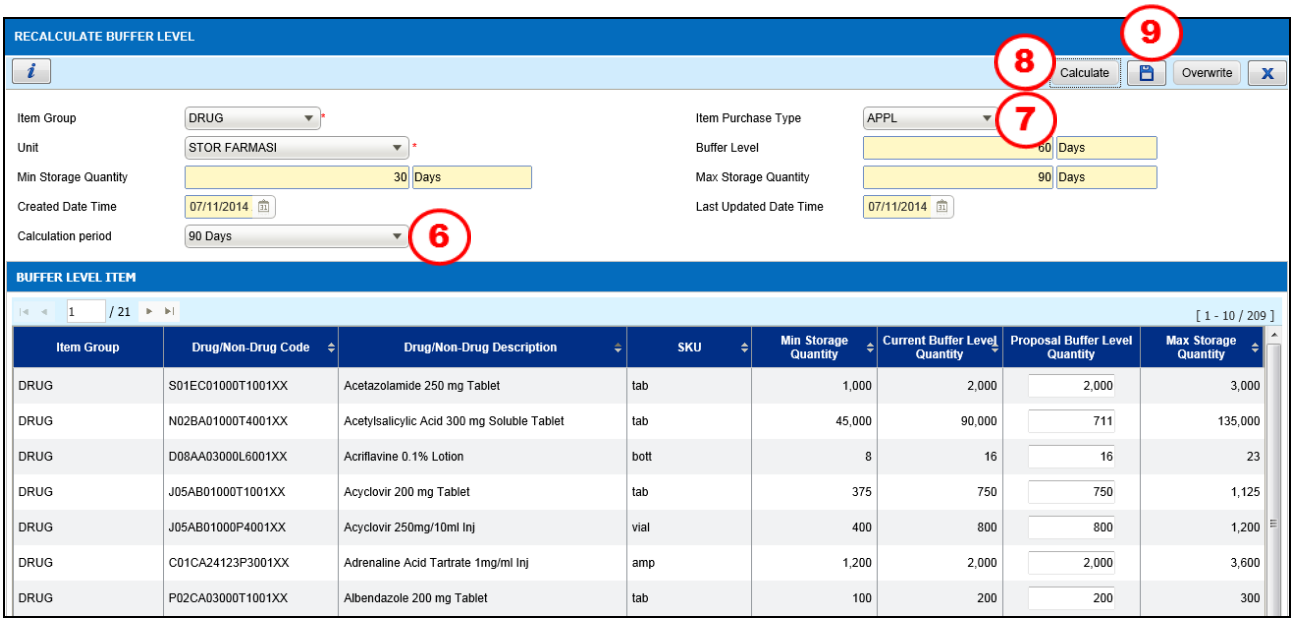

Figure 3.1-3 Recalculate Buffer Level screen
- *System will display an alert message as shown in Figure 3.1-3 if the Recalculation of the Buffer Level for the Unit has been done.*